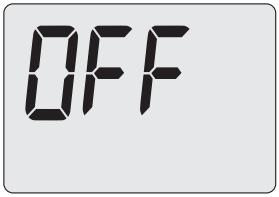

Figura 2.2
- Alimentate elettricamente la caldaia azionando l'interruttore bipolare previsto in installazione. Il display LCD visualizza lo stato di **OFF** (sono attive le sole funzioni di antigelo riscaldamento e sanitario) Figura 2.2.